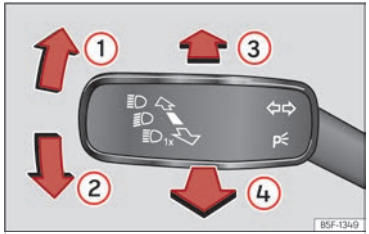

Fig. 105 Palanca de intermitentes y de luz de carretera.
• Desde la posición base, pulse hacia delante la palanca de los intermitentes y luz de carretera ››› **fig. 105** ③.
• **O BIEN:** si el asistente de luz de carretera está conectado, tire hacia atrás de la palanca de los intermitentes y de luz de carretera ››› **fig. 105** ④.